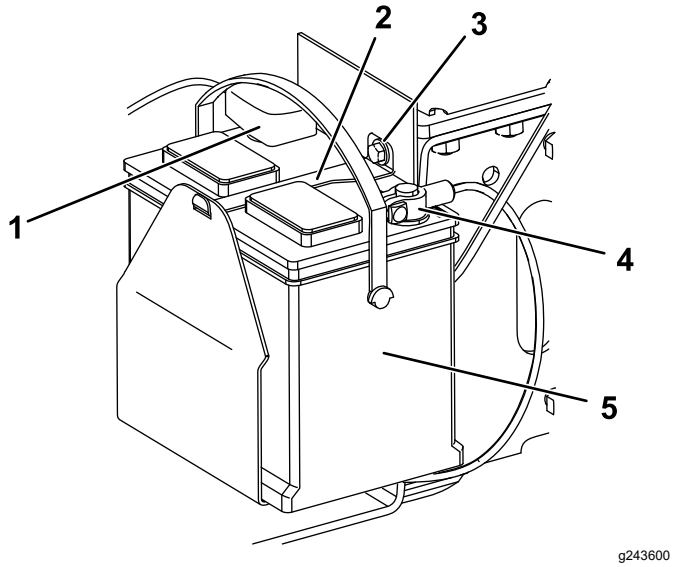

Figura 38
1. Perno (3)
5. Retire el perno, la arandela y la barra que sujetan la batería (Figura 38).
6. Desconecte el cable negativo de tierra (negro) del borne de la batería (Figura 38). Guarde las fijaciones.
8. Desconecte el cable positivo (rojo) del borne de la batería (Figura 38). Guarde las fijaciones.
1. Usando las fijaciones que retiró anteriormente, conecte el cable positivo (rojo) al borne positivo (+) de la batería (Figura 38).
3. Usando las fijaciones que retiró anteriormente, conecte el cable negativo (negro) al borne negativo (-) de la batería (Figura 38).
4. Sujete la batería con la barra, el perno y la arandela (Figura 38).